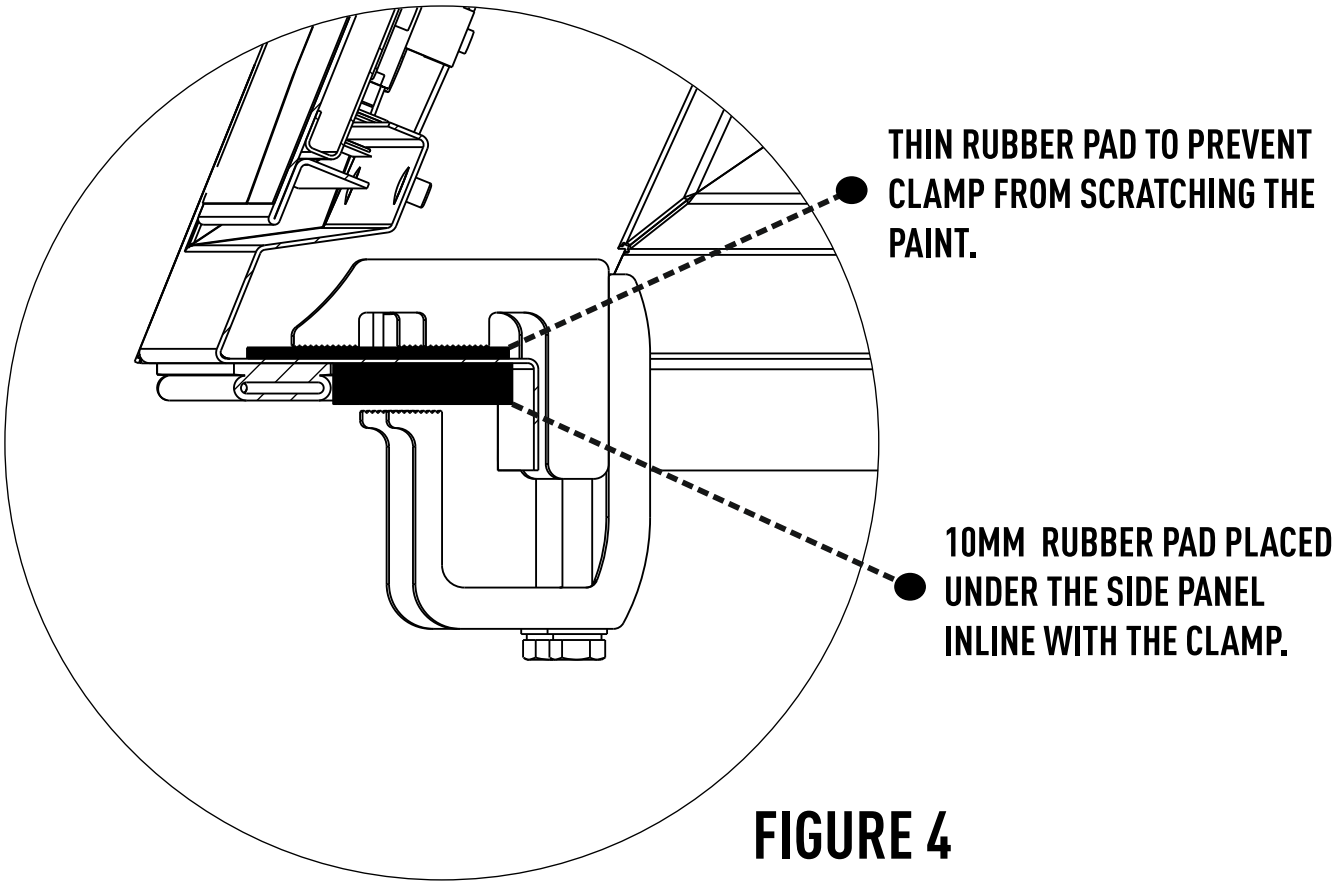

FIGURE 4
4. PLACE THE 10MM RUBBER PAD UNDER THE SIDE PANEL, BETWEEN THE PICKUP BOX AND THE RSI SMARTCAP, WHERE CLAMP IS COMPRESSING. (SEE FIGURE 4)